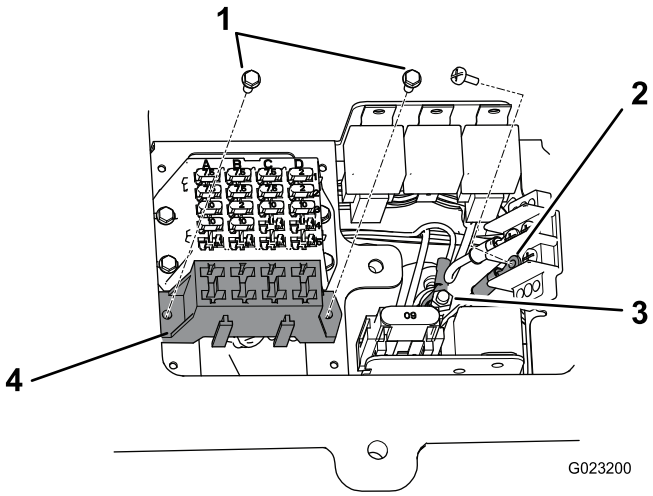

Bild 32
3. Befestigen Sie den Kabelbaum-Sicherungsblock mit zwei Blechschrauben (Nr. 8 x ½") (liegen dem Kabelbaum bei) neben dem vorhandenen Sicherungsblock (Bild 32).
4. Schließen Sie den kleinen Kabelschuh vom Kabelbaumkabel an eine Schraube an der Erdungsblockanschlussklemme an (Bild 32).
5. Schließen Sie den großen Kabelschuh vom Kabelbaum am Bolzen an der Anschlussleiste an (Bild 32).